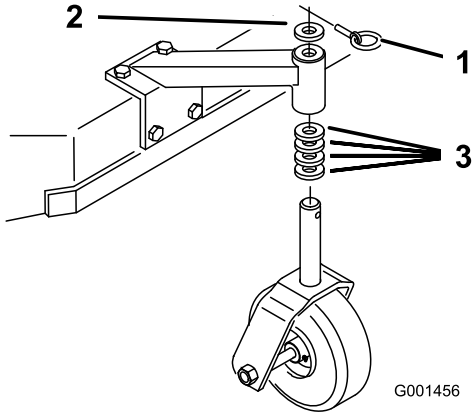

Figur 17
1. Tilpas styrehjulets afstandsklodser til det valgte akselmonteringshul (Figur 17) ved hjælp af skemaet over klippehøjder.
2. Fjern låsestiften, skub styrehjulet ud af støtten og udskift afstandsklodserne (Figur 17).
3. Placer styrehjulet i støtten, og indsæt låsestiften (Figur 17).